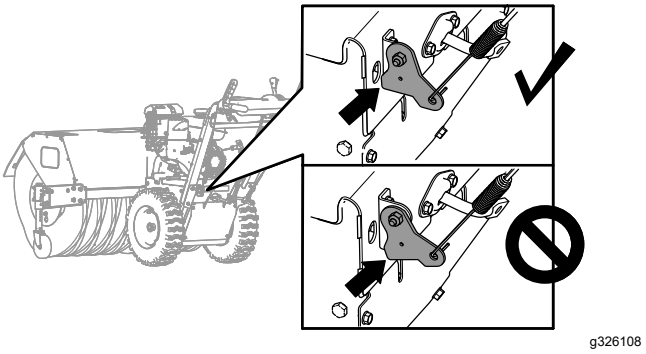

**Figur 33**
2. Kontroller afstanden mellem bunden af traktionskablets beslag og maskinens topplade (Figur 33).